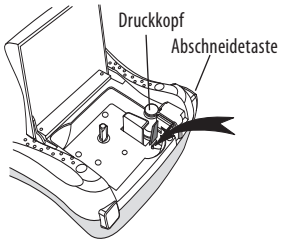

Abbildung 6
2. Drücken Sie die Abschneidetaste nach unten und halten Sie sie gedrückt, um das Schneidmesser freizulegen. Siehe Abbildung 6.
Siehe Abbildung 6.